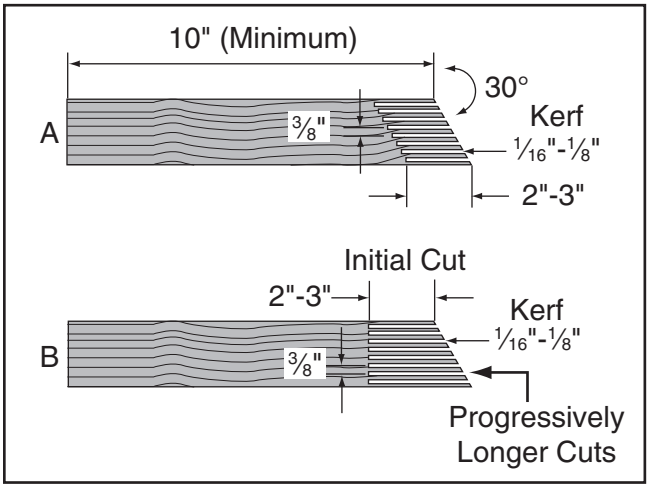

Figure 76. Patterns for featherboards (top view shown).
3. Make a series of end cuts with the grain ⅜"–¼" apart and 2"–3" long, as shown in **Figure 76** (A). Alternatively, start cuts at 2"-3" deep, then make them progressively deeper, as shown in **Figure 76** (B).